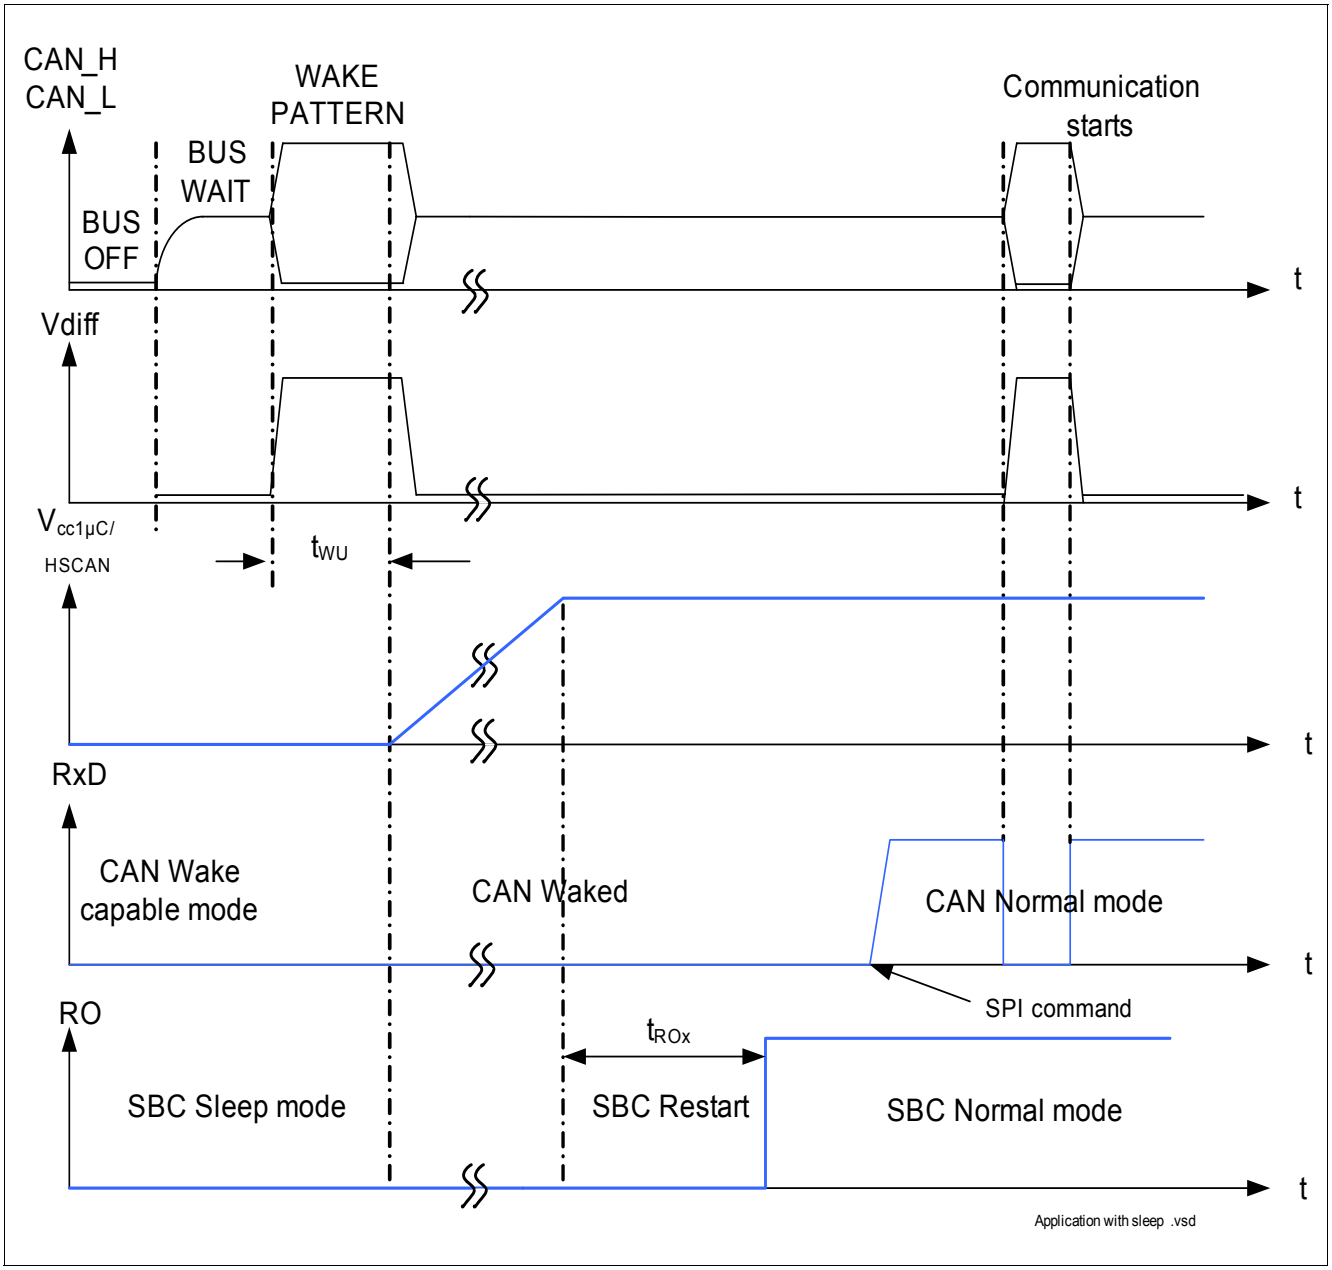

Figure 13 Timing during Transition from Sleep to Normal Mode
Refer to **Figure 13** for a description of the matching of the transceiver modes with the SBC mode.
Wake-up is possible via a CAN message (filtering time t > t_{WU}), it automatically transfers the SBC into the SBC Restart Mode and from there to Normal Mode the RxD pins in set to LOW, see **Figure 13**. The microcontroller is able to detect the low signal on RxD and to read the wake source out of the “Wake Register Interrupt” register (000) via SPI. No Interrupt is generated when coming out of Sleep Mode.
In SBC Sleep Mode, a wake-up on the CAN cell will set the SBC to Restart Mode automatically if the CAN Wake Capable Mode of the SBC is selected via SPI. Figure 13 shows the typical timing.